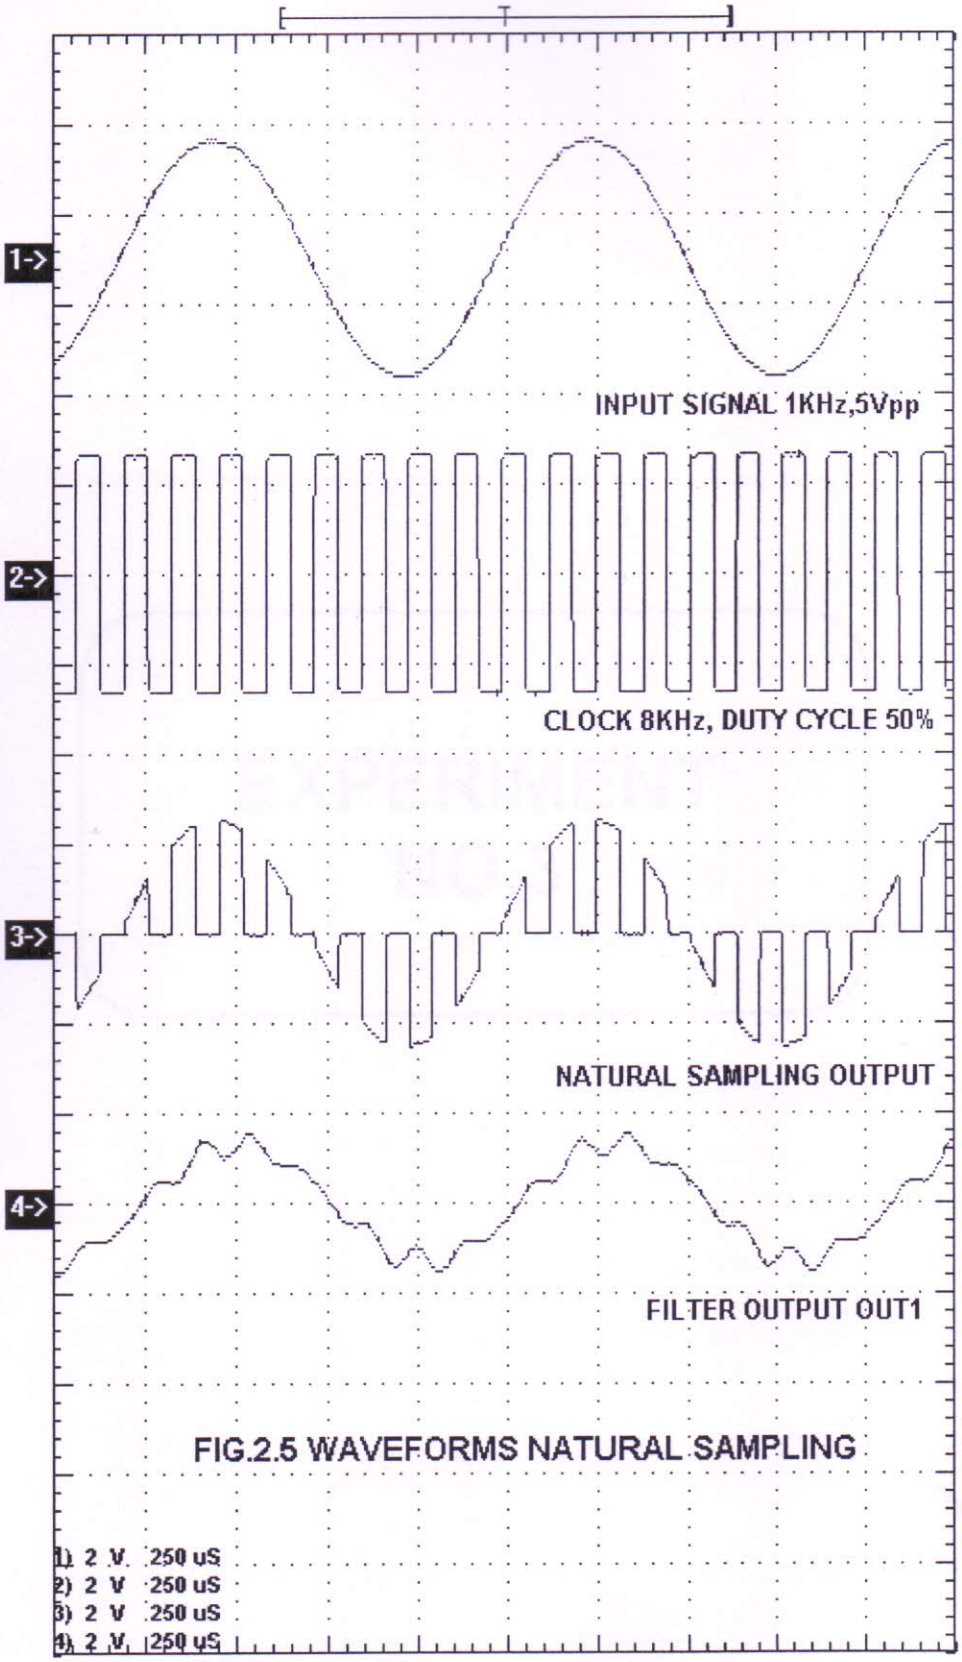

FIG.2.5 WAVEFORMS NATURAL SAMPLING
- Natural Sampled Signal and corresponding reconstructed output of 2nd order Low Pass Butterworth Filter. (Fig. 2.5)